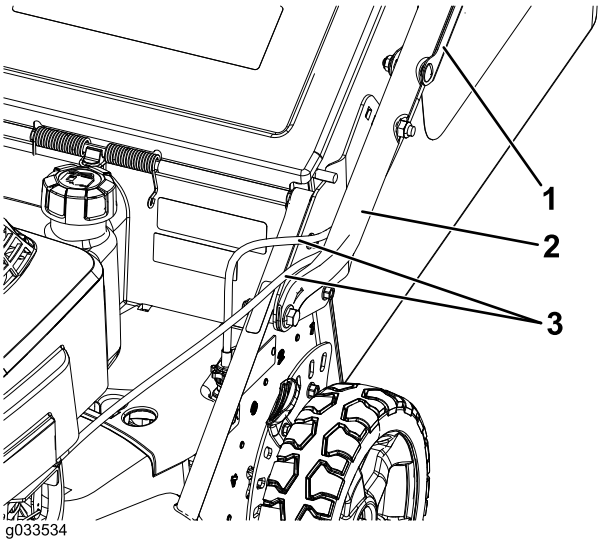

**Figuur 4**
4. Leid de stuurkabels tussen het maaidek en de handgreep om beschadiging van de kabels te voorkomen (Figuur 4).